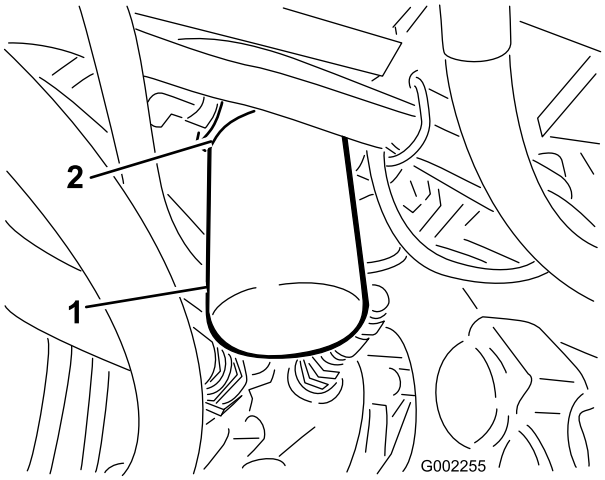

Figur 57
2. Rengør det område, hvor filteret monteres (Figur 57).
4. Fjern filteret (Figur 57).
5. Smør den nye filterpakning (Figur 57).